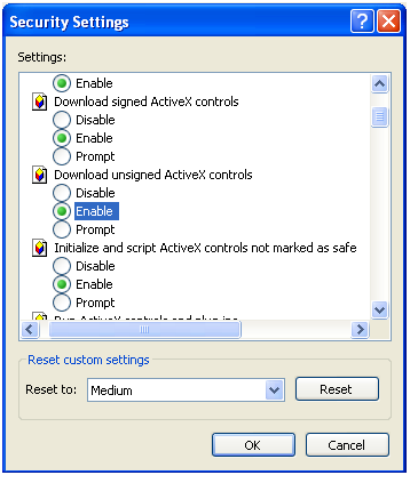

Fig 4-2
③ Enable all the sub options under "ActiveX controls and plug-ins". Refer to Fig 4-2.